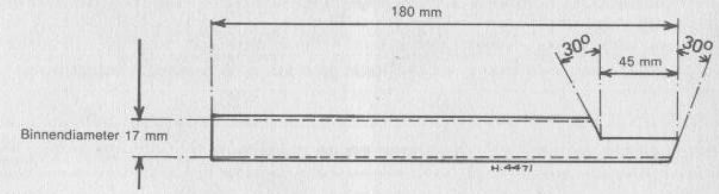

FIG. 1.10. HULPGEREEDSCHAP VOOR AFDICHTING STOTERSTANGTUNNEL
7. Zet de stoterstangtunnels stevig op hun plaats met behulp van het gereedschap dat is afgebeeld in fig.1.10. Bij modellen vanaf 1981 zijn de steunringen voor de afdichting vastgezet.
13. Na 1000 km moeten de kopmoeren en klepspelingen worden gecontroleerd. Als de stoterstangafdichtingen iets lekken, druk ze dan opnieuw aan met het gereedschap (fig.1.10). Dit geldt alleen voor de oudere modellen.
3. Ga na of alle pakkingen dicht zijn. Controleer alle versnellingen en de werking van de koppeling. Misschien is het nodig de stoterstangtunnelafdichting na te drukken met het gereedschap van fig.1.10.